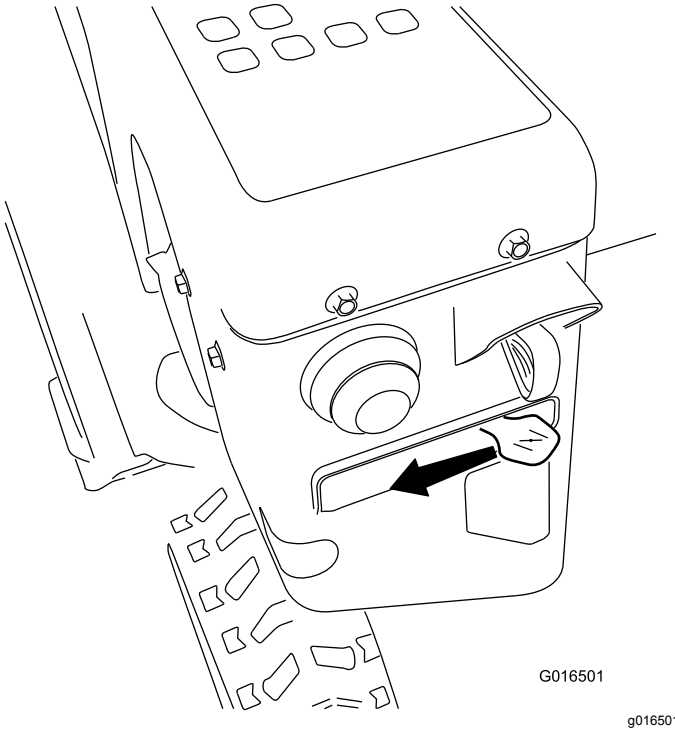

Rysunek 22
5. Ustaw dźwignię ssania w pozycji SSANIE (Rysunek 22).